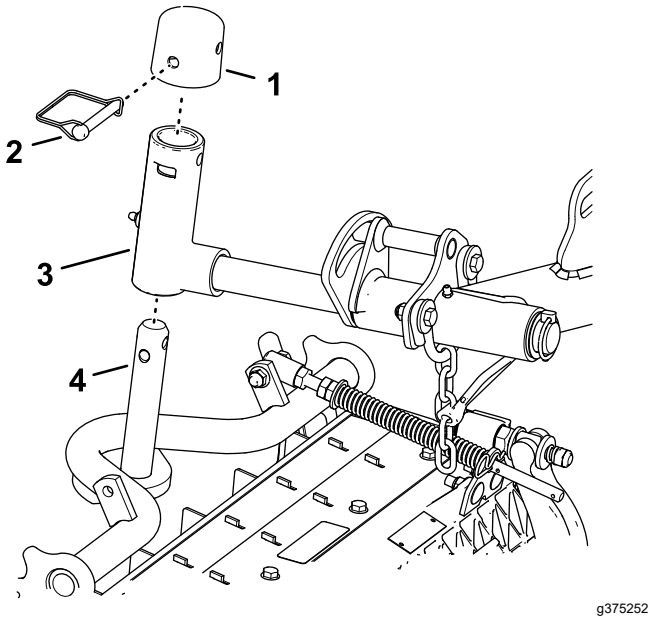

Figura 24
1. Glisai o unitate de tăiere sub braul de ridicare (Figura 24).
Blocarea pivotului unitării de tăiere pentru tăierea ierbii în rampă- Blocai pivoii unitării de tăiere pentru a preveni rotirea unitărilor de tăiere în pantă, atunci când tăiai iarba într-o zonă deluroasă. Folosii orificiul de pe axul pivot al braului de ridicare (Figura 24), pentru a bloca unitatea de tăiere. Folosii fanta pentru o unitate de tăiere cu sistem de direcie.